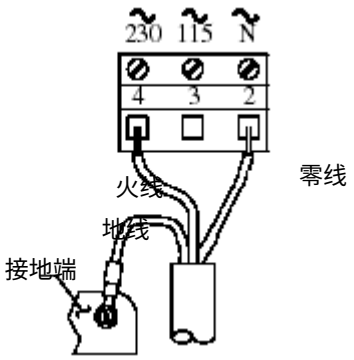

图 2-9　连接 230V 单相电源到序列号前缀为“B”的测定仪
- 对序列号前缀为“A”或无的测定仪，连接到 TB3 的“ground symbol（接地标记）”接线端 1 上。(图 2-9,2-11 或 2-13).